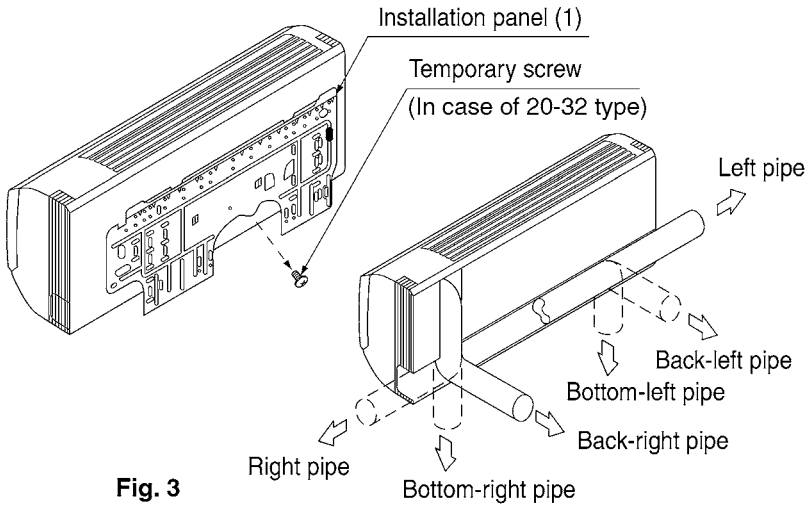

Fig. 3
(1) Open the piping through-hole.
- The refrigerant pipe and drain pipe can be passed out in one of 6 directions: left, bottom-left, back-left, right, bottom-right, and back-right. **(Refer to Fig. 3)**
- Using the paper pattern for installation (3), choose where to pass the piping out and open a through-hole (ϕ80) in the wall.
(Refer to Fig. 3)